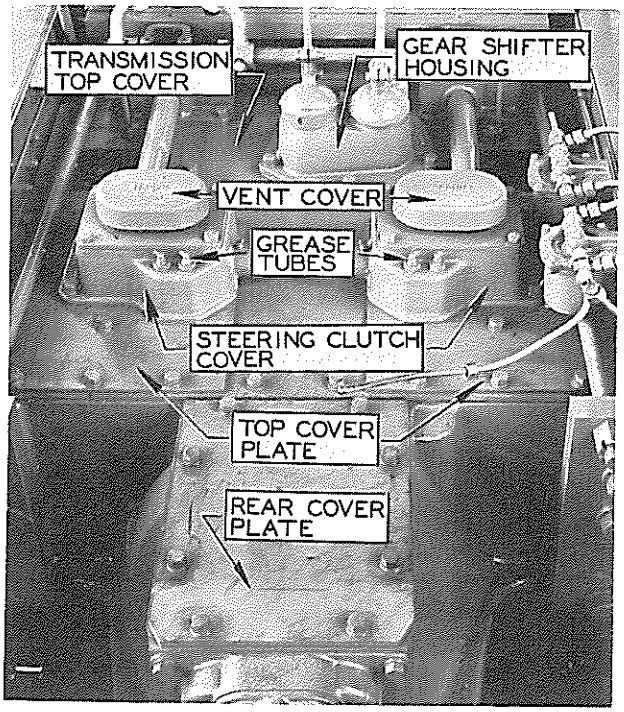

FIG. 3
14. Remove 8 capscrews in rear top cover plate. Fig. 3.
15. Remove 5 capscrews from rear cover cap. Fig. 3.